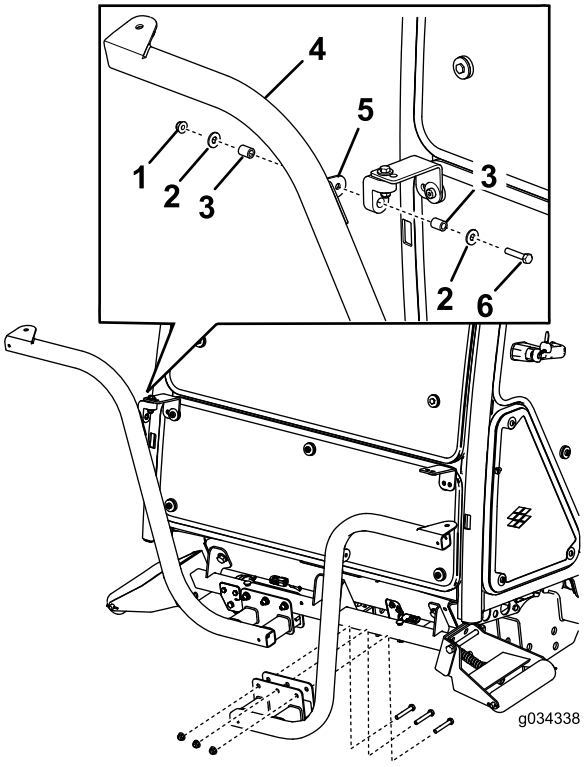

Figur 9
3. Monter løst venstre og højre forlygtebeslag på fronten af rullens støtterør med 6 bolte (⅜" x 2½") og flangemøtrikker (⅜"). Placer beslagene som vist i Figur 9.